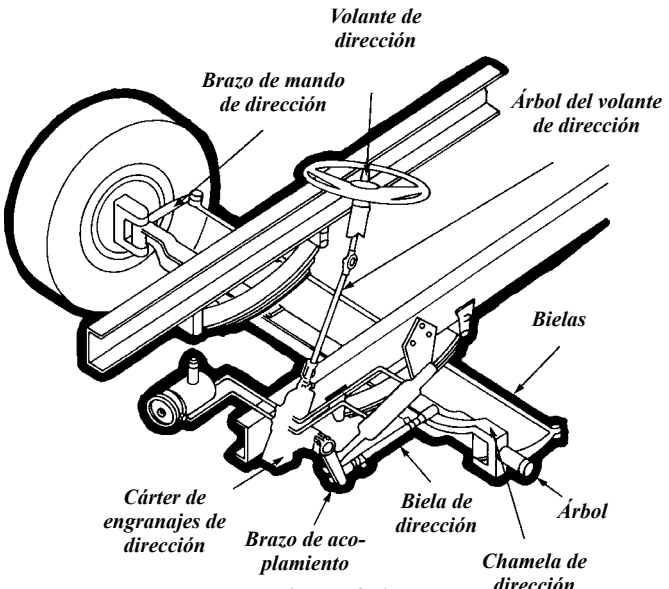

Figura 2-1
- **Defectos del sistema de dirección**—(Figura 2-1). Un mal mantenimiento del sistema de dirección puede causar problemas de dirección. Revise si hay: